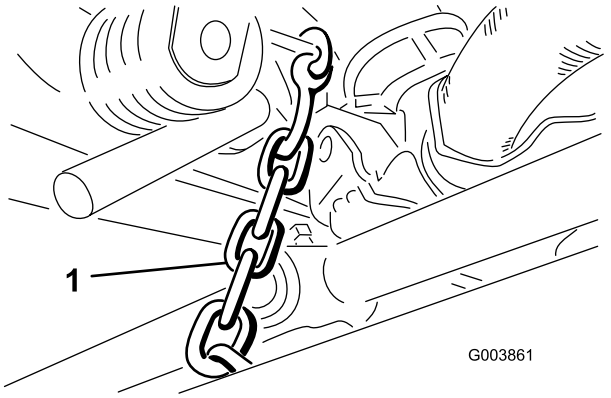

Figur 11
9. Løsne blokkeringskjeden fra løftearmen og fest den til krysslangen på hver bakre klippeenhet med en bolt, flat skive og låsemutter (Figur 11).